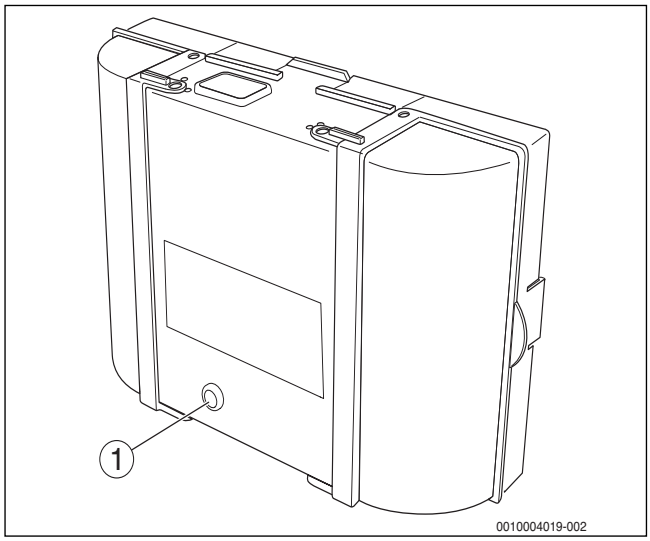

Рис. 44 Сброс неисправностей на автомате горения
- Нажмите кнопку «подавления помех» на автомате горения (→ рис. 44).